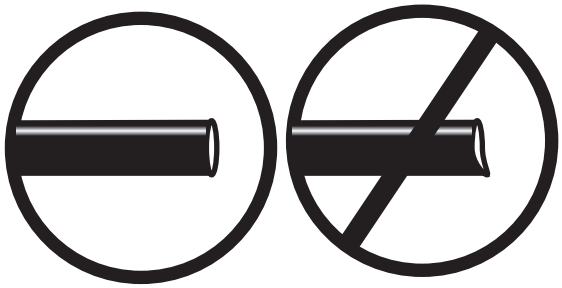

fig. 8
a. Check the air line connection by deflating the spring and removing the line by pulling the collar against the fitting and pulling firmly on the air line. Trim 1" off the end of the air line. Be sure the cut is clean and square (see fig. 8). Reinsert the air line into the push-to-connect fitting.